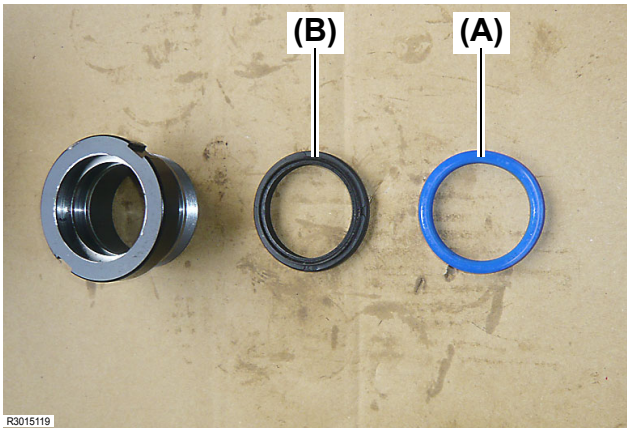

Fig. 12
9. Similarly, remove the dust seal **(Fig. 12, (B))**.